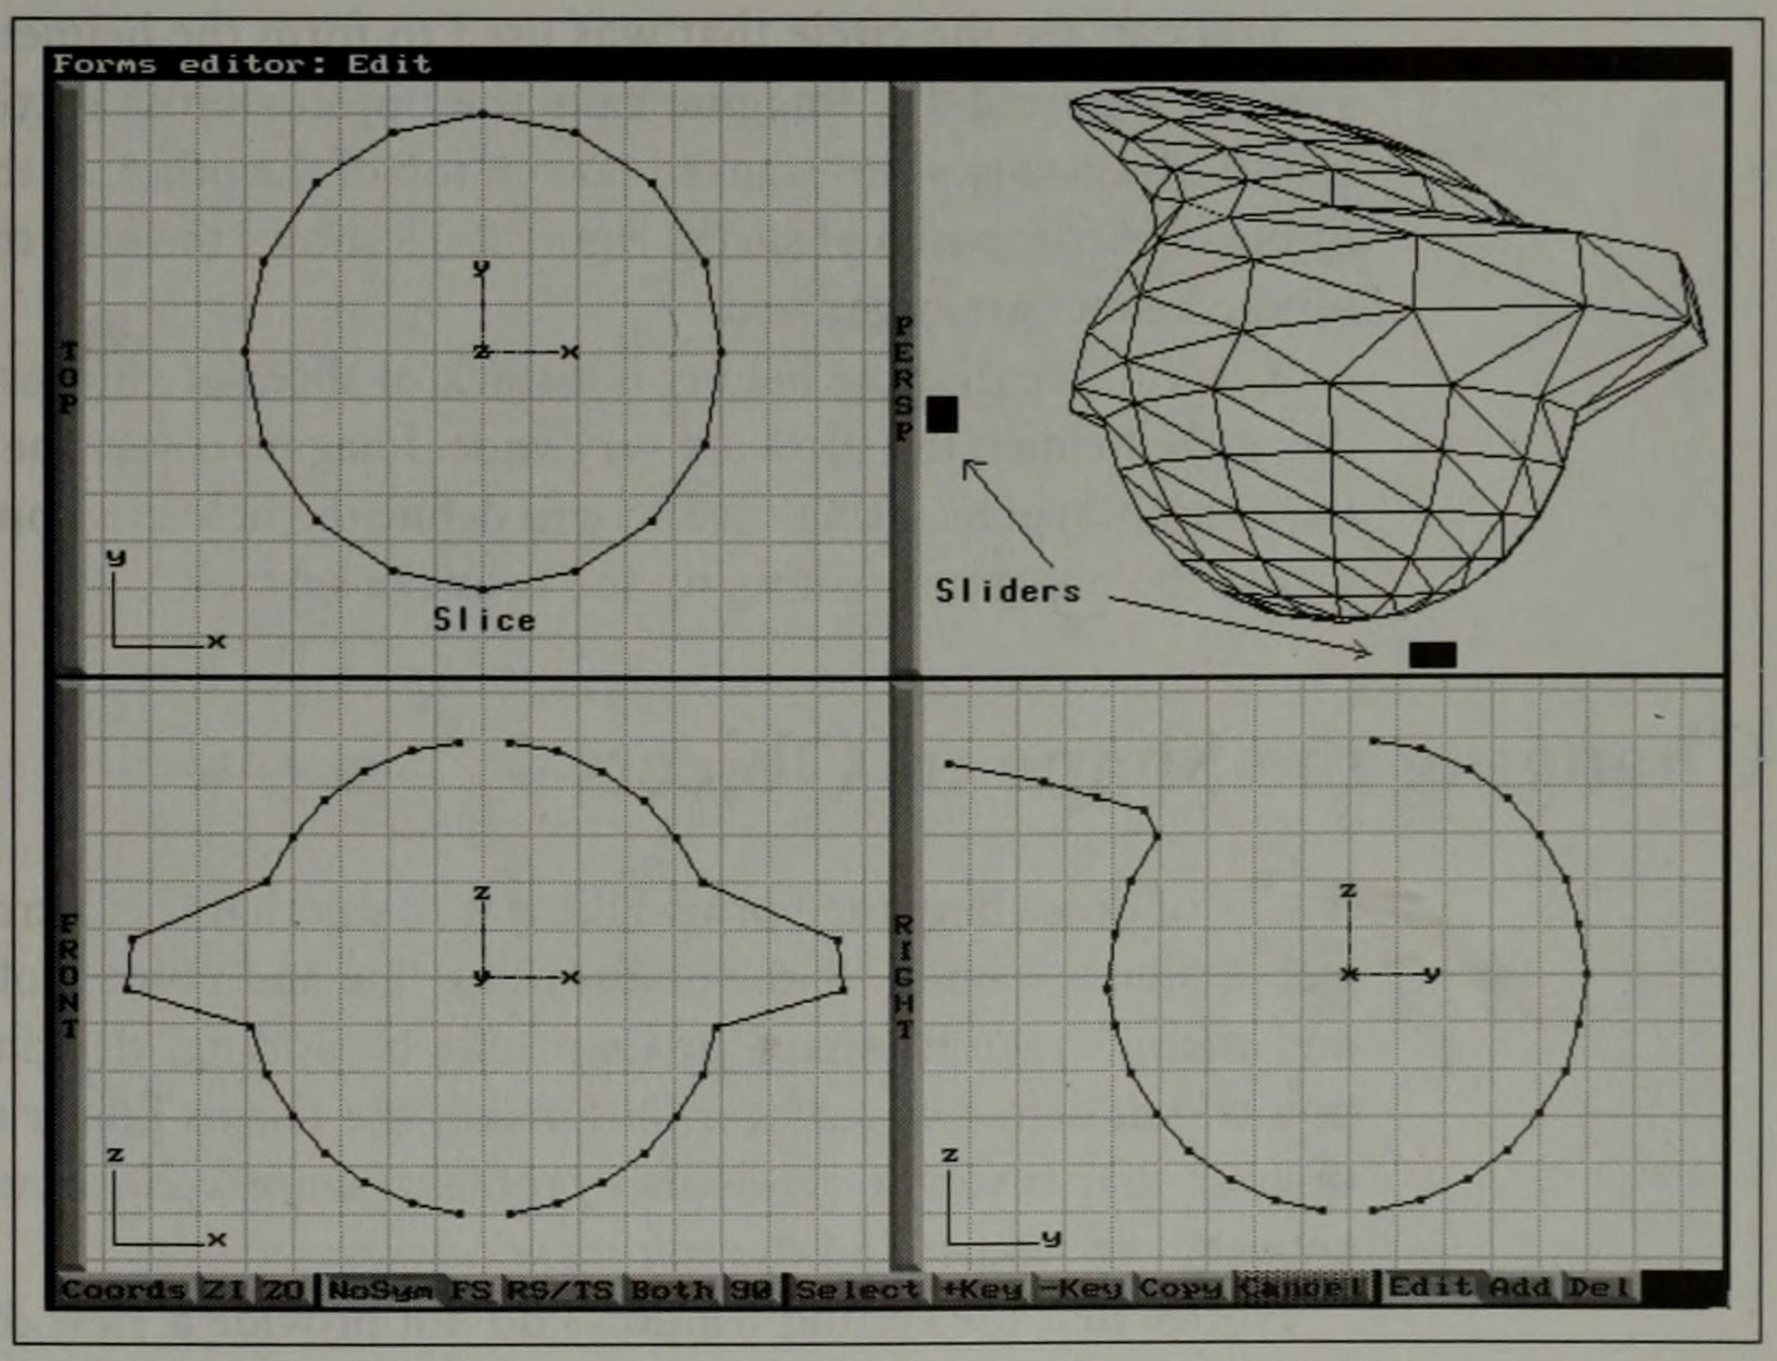
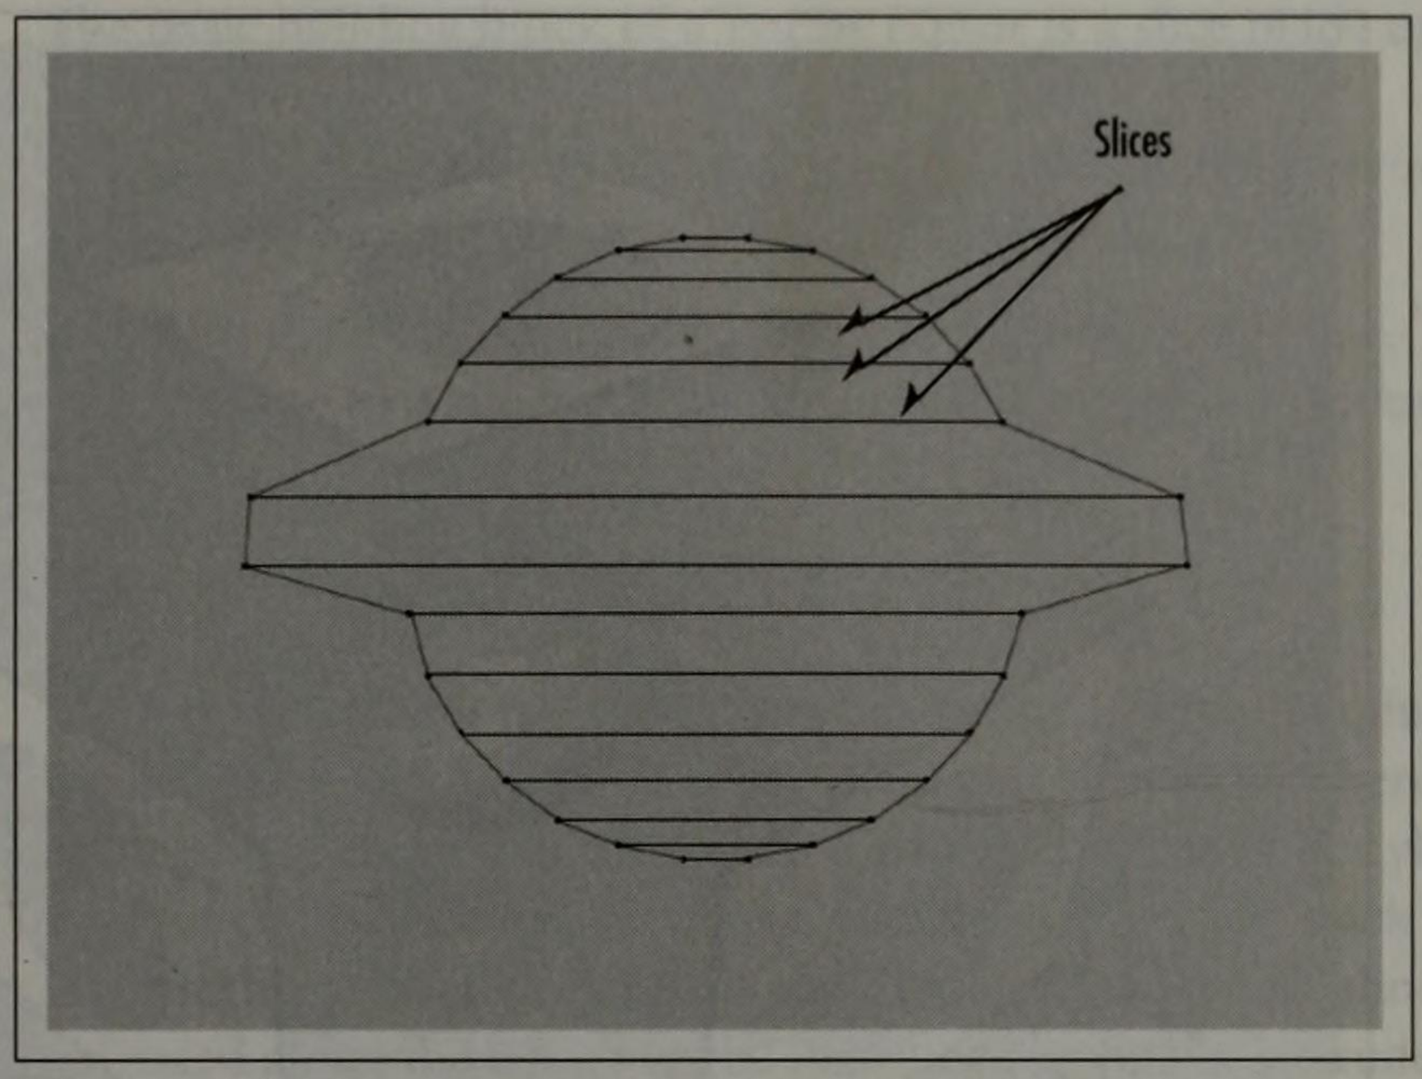

Figure 2-17 The HELMET.FRM object loaded into the Forms Editor
Figure 2-18 Helmet slices seen from the front
Your screen will now look similar to Figure 2-17, although the perspective view will be different.
The helmet appears as a solid object in the perspective view. Now adjust the perspective view so that the point of view is just below and to the right of the helmet. Use the small black squares, labeled "Sliders" in Figure 2-17.
4. Move the sliders in the PERSP window until the perspective view of the helmet is the same as in Figure 2-17.
You can see the circle that was used to form the helmet shape in the Top view of Figure 2-17. Imagine calls the object's cross section a *slice*. Forms Editor objects are slices stacked one on top of the other, in the same way a loaf of bread is composed of slices. Figure 2-18 shows the way the slices that make up the helmet are organized.